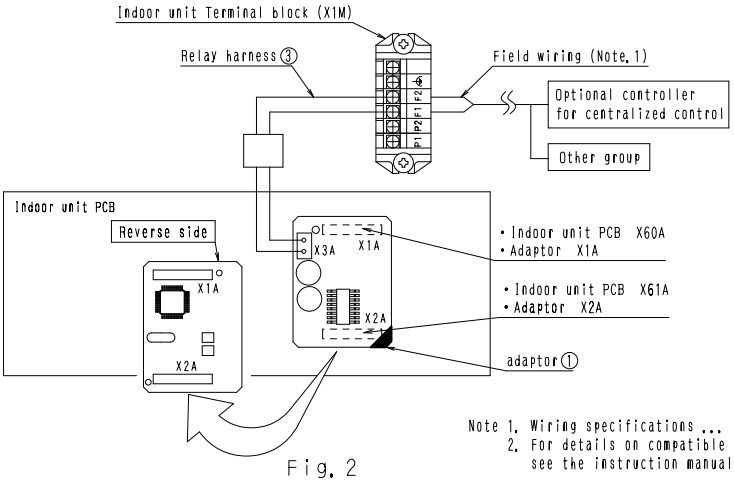
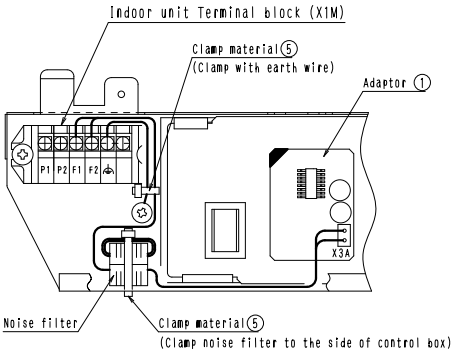

Fig. 2
Fig. 3
(2) Insert the Relay harness ③ into the connector of the Adapter ① (Fig. 2)
(3) Remove the remote control terminal block(X1M) from the control box mounted inside the indoor unit.
(4) Connect the Relay harness ③ with the terminals F1 and F2 on the terminal block(X1M). (Fig. 2)
(5) Mount the remote control terminal block(X1M) on the inside of the control box as it was before removing it.
(6) Bind the extra wires with the attached Clamp material ⑤ so that the wires do not go over the indoor unit PCB. (Fig. 3)
(7) Connect the wires from the terminals F1 and F2 to the centralized control. (Fig. 2)